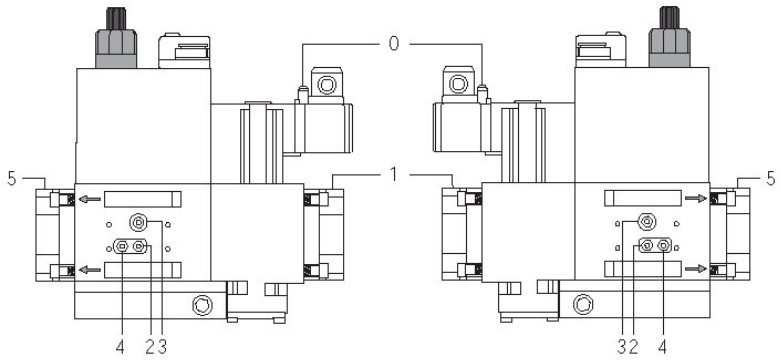
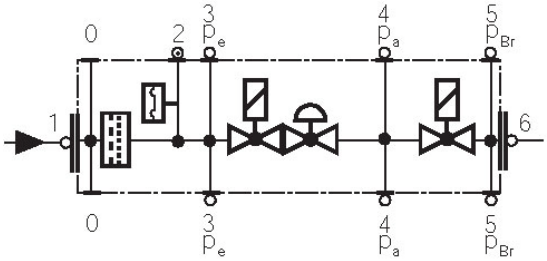

Fig. 38
Fig. 39
- Pulire o sostituire il filtro se la differenza di pressione fra i punti 1 e 2 (Fig. 38-Fig. 39) $\Delta p > 10$ mbar.